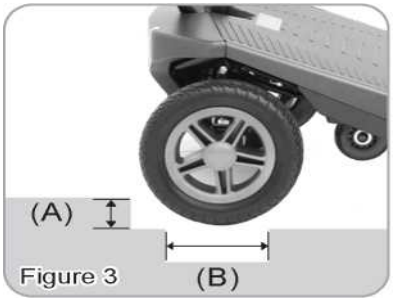

Figure 3
- 스쿠터가 올라갈 수 있는 장애물과 연석의 최대 높이는 5cm 입니다. (Figure 3 의 (A)참조)
- 스쿠터가 주행할 수 있는 최대 간격은 10cm - Figure 3 의 (B)입니다.